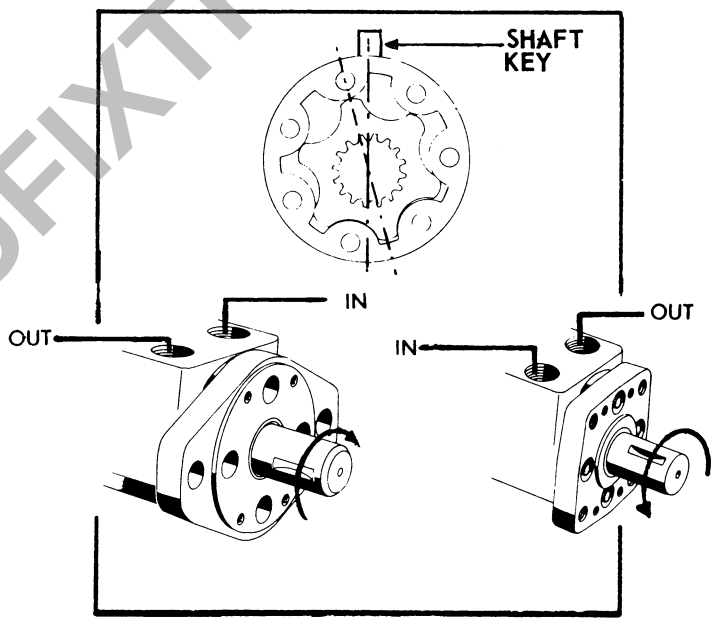

FIGURE 20
4. The top view (Figure 20) shows the orientation of the gerotor elements with relation to the shaft key as they are assembled at the factory. With this orientation the shaft will rotate as shown in the lower view with the ports pressurized as indicated.